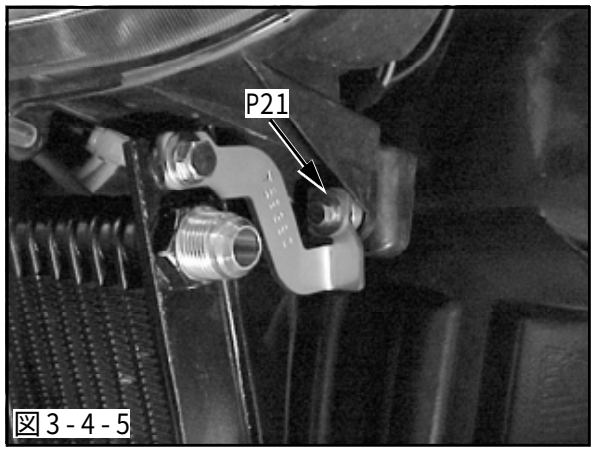
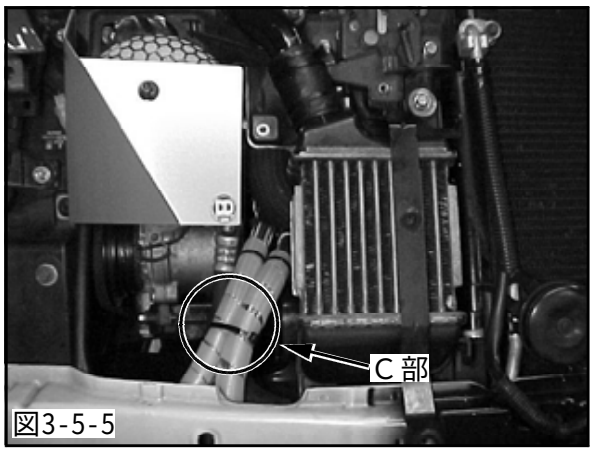

図3-4-5
図3-5-5
(5)フランジ付きナットM6を使用して、オイルクーラステー№1を3-4.(4)のカラーM6用の部分に仮付けしてください。(図3-4-5)(P21×1)
(4) レーシングサクション(70008-AD002)を装着している場合は、タイラップ(大)を使用してオイルクーラホース①とオイルクーラホース②を図3-4-5 C部のように束ねてください。(図3-5-5)(P31)